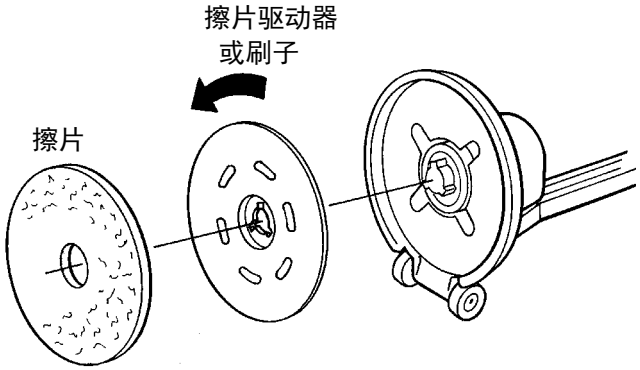

图 1
3. 将针座/刷子装到驱动马达中心，然后逆时针转动使之啮合（图 1).